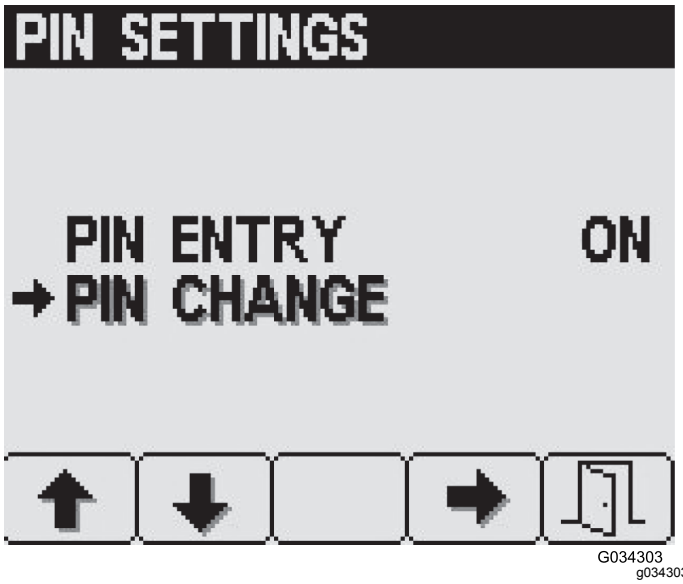

Figuur 34
3. Druk in het scherm Pincode-instellingen op knop 2 om naar de optie Pincode wijzigen te gaan en druk vervolgens op knop 4 om Pincode wijzigen te selecteren (Figuur 34).